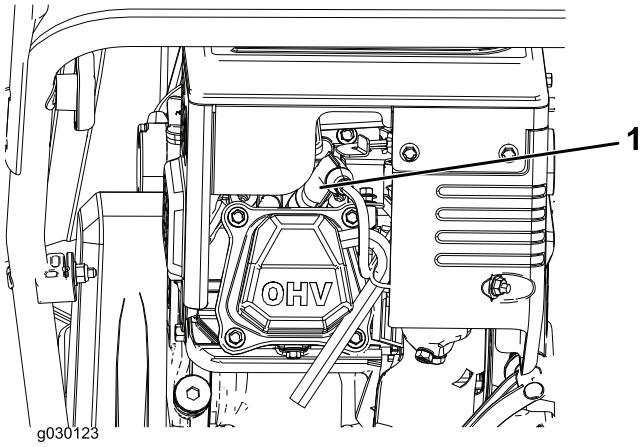

Figura22
1. Scoateţi carcasa (Figura22).